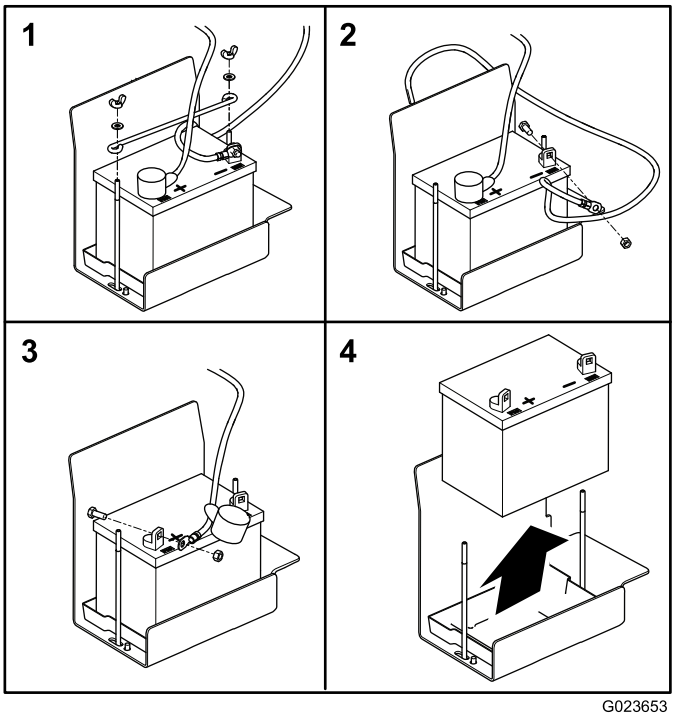

Figur 54
2. Fjern de vingemøtrikker og spændeskiver, der fastgør batteriholderen (Figur 54).